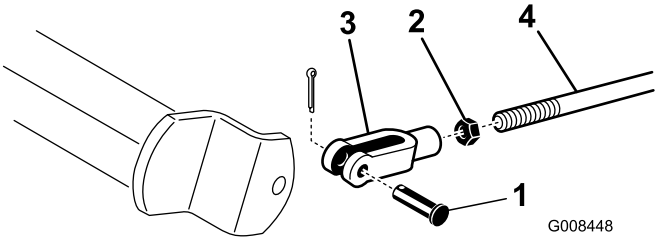

Figur 46
2. Hvis bremsene ikke låses likt, kobler du fra bremsestengene ved å fjerne splinten og splittpinnen (Figur 46).
3. Løsne låsemutteren, og juster sjakkelen (Figur 46).
4. Monter sjakkelen på bremseakselen (Figur 46).